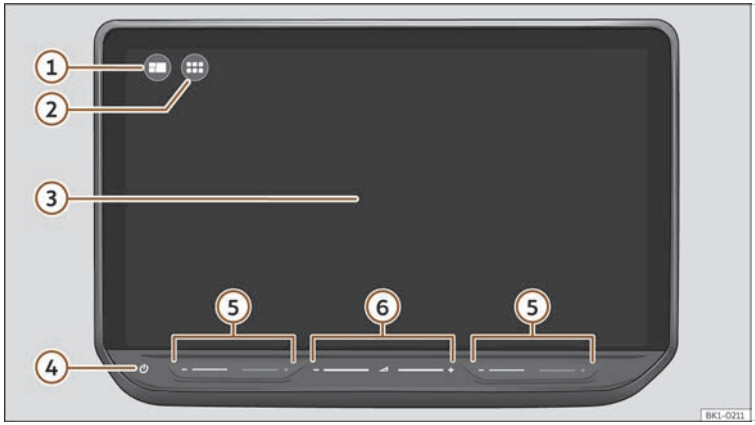

Fig. 177 Overview: control unit
>>> Fig. 177 ① view to quickly access your favourite or most frequently used functions.